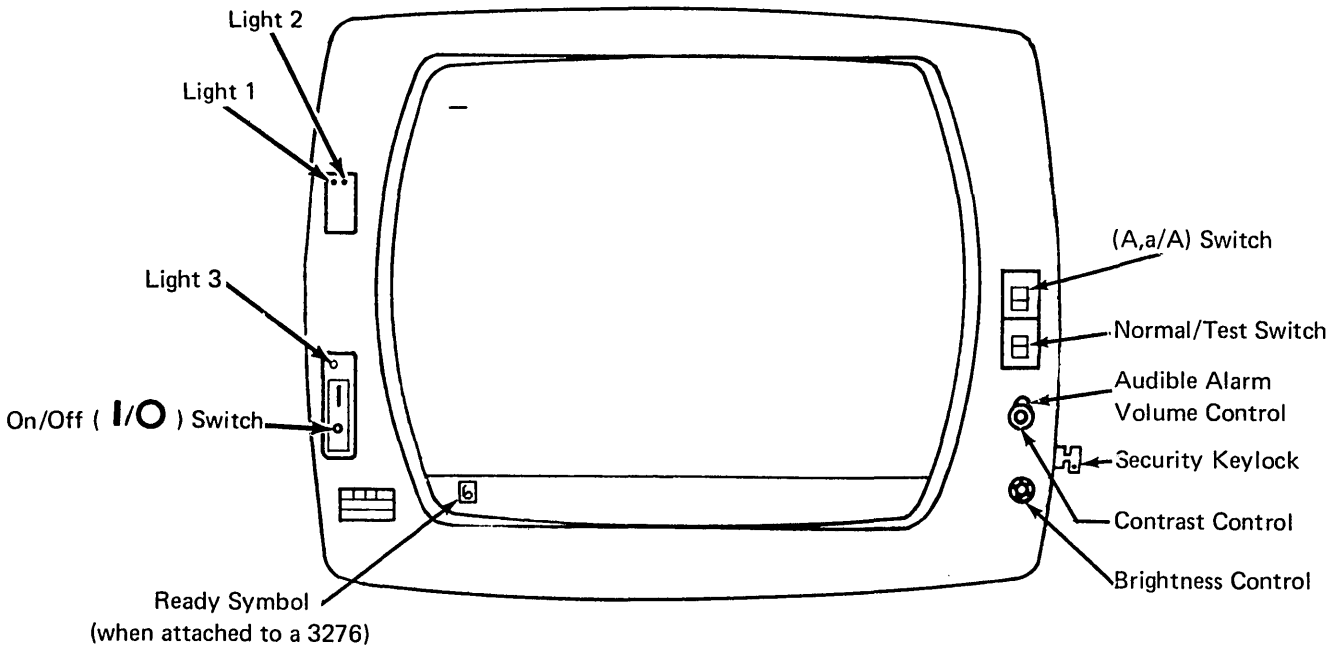

Figure 2-2. When the horizontal bar and the Ready indicator appear, your display station is warmed up and ready to operate.
Press the top portion (I) of the On/Off switch shown at the right to turn on your display station. Light 3 and Light 1 (see Figure 2-2) should have turned on when you pressed the On/Off switch. A delay of a few seconds allows the machine to warm up. After this delay, (1) Light 2 turns on, (2) a short horizontal bar (cursor) appears in the upper-left portion of the screen under the first position in line 1, (3) a horizontal line appears across the lower portion of the screen, and (4) a Ready symbol (see 3278 Quick Reference, Readiness and System Connection Symbols) appears in the lower-left portion of the screen (Operator Information Area). See Figure 2-2.